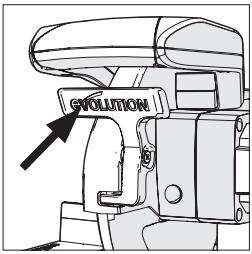

Abb. 18
- Drücken Sie auf den Verriegelungshebel der unteren Schutzvorrichtung, um den Schneidkopf freizugeben. **(Abb. 18)**